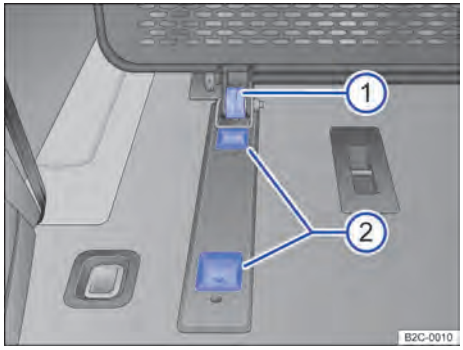

Fig. 160 En la zona de carga: anclaje inferior.
2. Introduzca la rueda de la parte inferior de la reja de separación → Fig. 160 ① en el rebaje trasero del anclaje ②.
2. Introduzca la rueda de la parte inferior de la reja de separación → Fig. 160 ① en el rebaje delantero del anclaje → Fig. 160 ②.